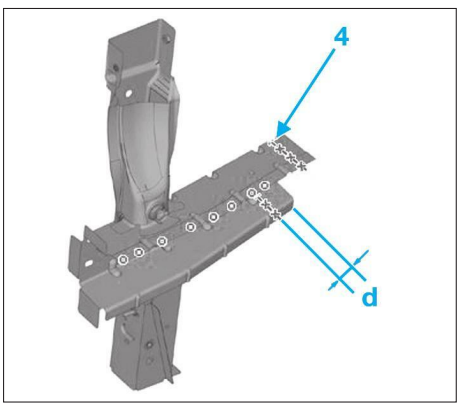

FIG. 11
• Tracer puis découper la partie avant du renfort longeron neuf selon la ligne de coupe (4) **(Fig.11)**.